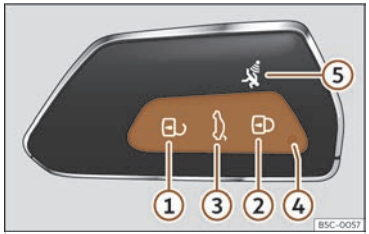

Fig. 70 Clé du véhicule.
Lorsque vous appuyez brièvement sur un bouton de la clé du véhicule, le témoin de contrôle ④ >>> fig. 70 clignote une fois brièvement, mais si vous appuyez sur celui-ci plus longtemps, il clignotera plusieurs fois, par exemple lors de l'ouverture de confort.